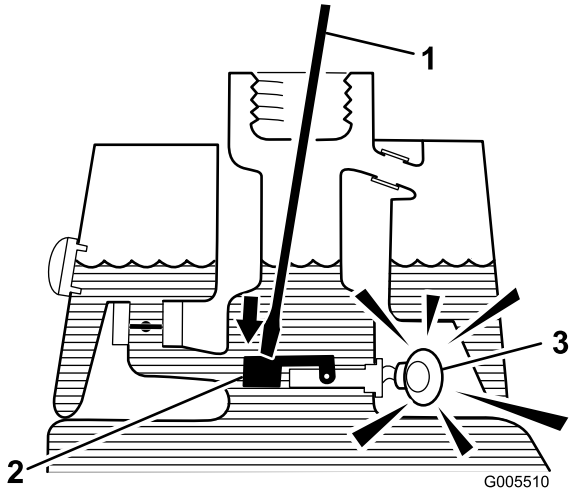

**Figur 31**
3. Sett en ren stang eller skrutrekker inn i tankåpningen, og trykk flytebryteren forsiktig ned (Figur 31). Alarmen skal gå etter tidsforsinkelsen på ett sekund.